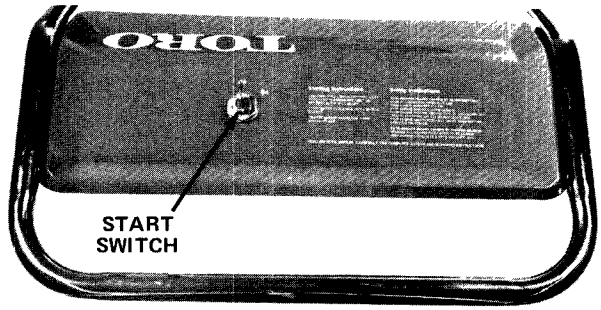
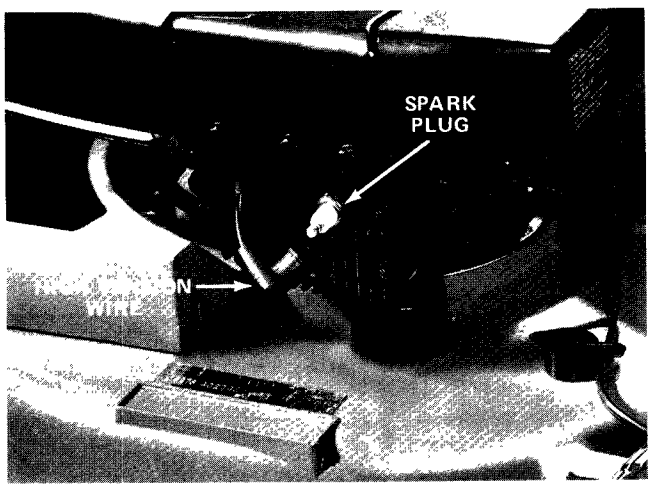

Figure 5
Figure 17
Start Switch (Fig. 5) – Switch is used to start and stop the engine. Rotate key to ON position to allow engine to be started with the fingertip starter. Rotate key to OFF position to stop engine.
1. Push the high tension wire onto spark plug (Fig. 17).
2. Insert key into switch until it snaps in place (Fig. 5); then rotate key to ON position.
5. To stop engine, rotate key to OFF position (Fig. 5).
6. Pull high tension wire off spark plug (Fig. 17) and remove key from switch (Fig. 5) to prevent possibility of accidental starting when mower is unattended or not used.
To prevent accidental starting of the engine while performing maintenance, shut engine off and pull high tension wire off spark plug (Fig. 17). Make sure wire does not touch plug accidentally.